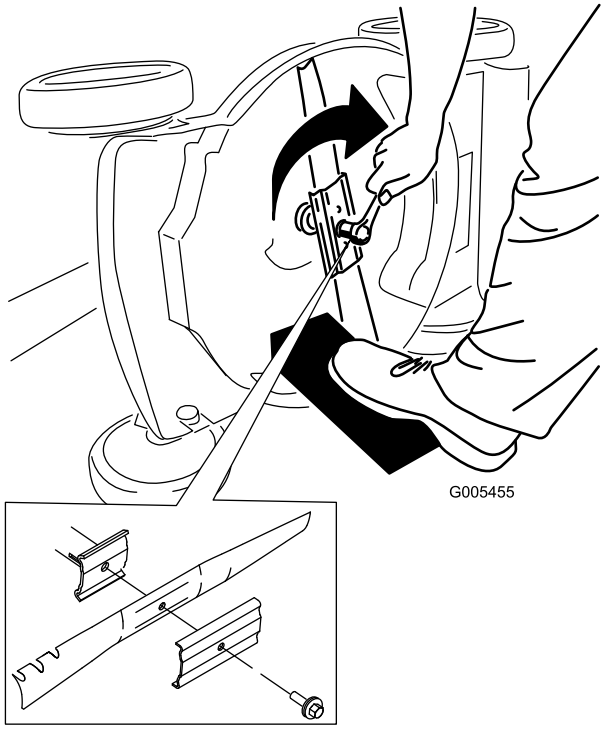

Figur 37
5. Sätt fast den nya kniven och alla monteringsdelar (Figur 37).